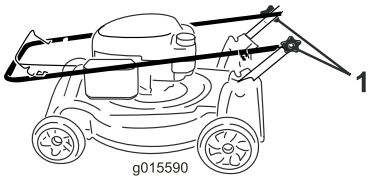

Figur 33
1. Løsne knottene på håndtaket til du kan flytte håndtaket fritt (Figur 33).
2. Flytt håndtaket fremover som vist i Figur 33.